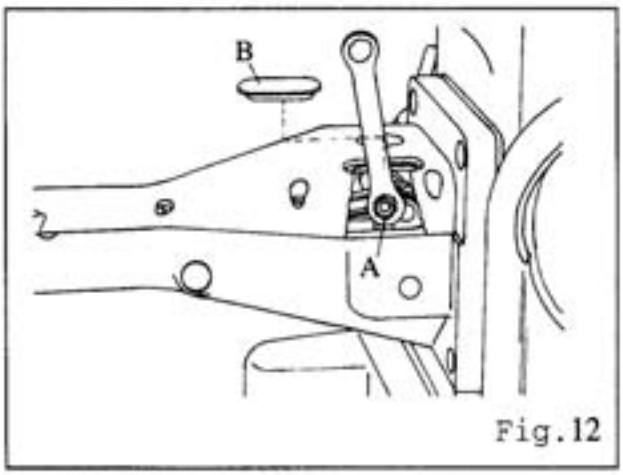

Fig.12
2. Please take-out Rubber Plug (B)and use 10mm ring spanner to adjust the stitch length on the arm.
Loosen nut (A), move the indicator downward to decrease the stitch length, move the indicator upward to increase the switch length. (Fig 12)